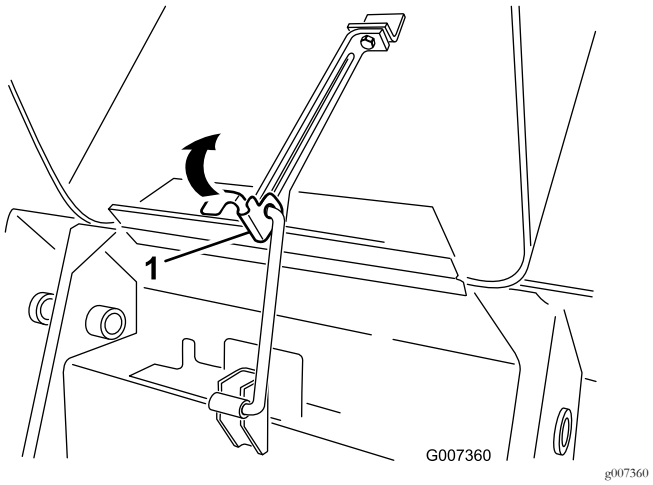

Rysunek 31
1. Unieś za uchwyt zabezpieczający podpórkę (Rysunek 31)